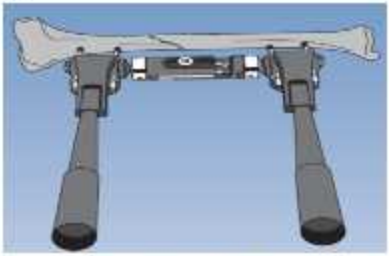

Figura 15: Pinza de manipulación unidas a la abrazadera.
16. La reducción final de la fractura se logra utilizando pinzas de manipulación, unidas a la abrazadera (Figura 15). De esta manera, la fuerza de manipulación y el control se facilitan mientras se mantienen las manos del cirujano alejadas del haz de rayos X durante el procedimiento de reducción.